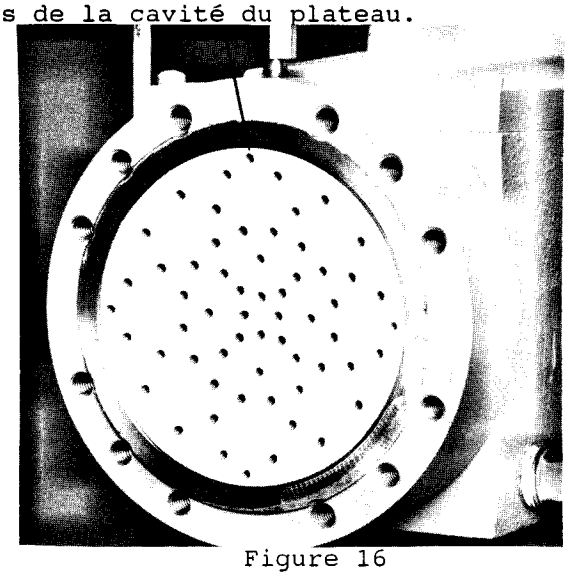

Figure 16
13. Avant de monter la tête, s'assurer que le plateau est en place sur la tête avec la face concave faisant face à la membrane et que l'un des quatre trous les plus proches de la périphérie est bien situé en partie haute de la tête de pompe (figure 16). Cela permet d'assurer que tous les gaz seront bien purgés de la cavité du plateau.